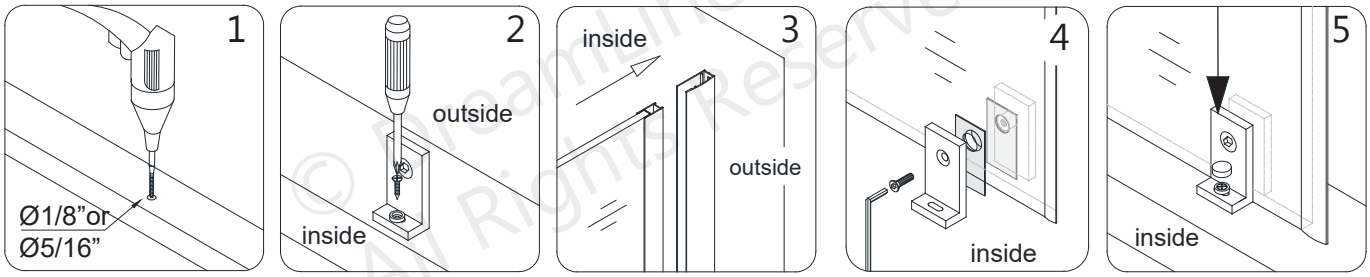
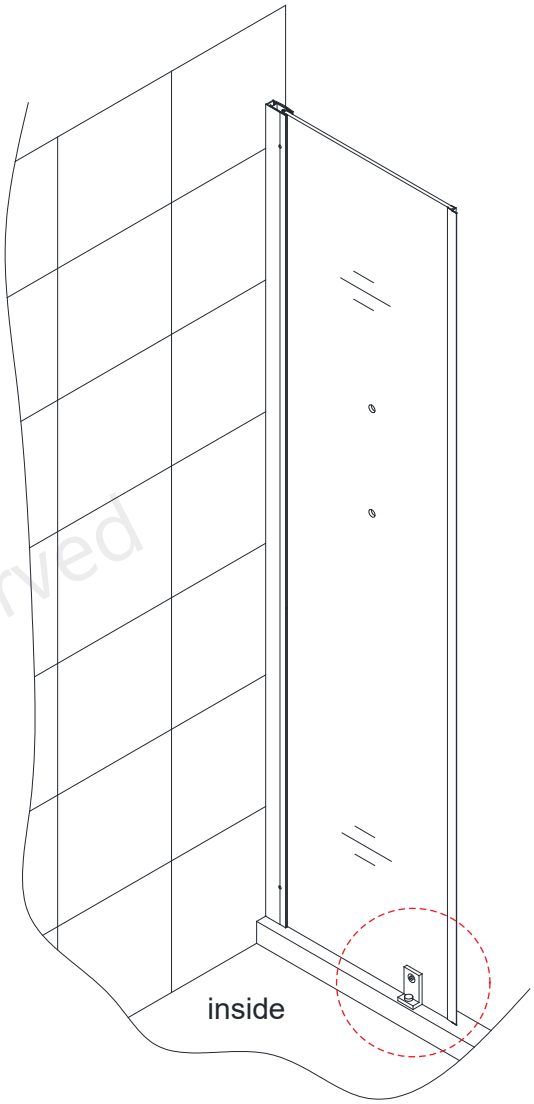

Fig 7a
Fig 7b
7. Drill a hole for the **Bottom Bracket (#18)** into the threshold at the mark that was made in **step #5**. ** Use an **Ø1/8"** drill bit for installation into an acrylic base OR use a **Ø5/16"** drill bit and an anchor for installation into a tile threshold. Use the **Pan Head Screw ST4.2x35 (#16)** along with a raised white washer to attach the **Bottom Bracket (#18)** to the threshold and snap on the **Decorative Screw Cover (#17). (Fig 7a and Fig 7b)**